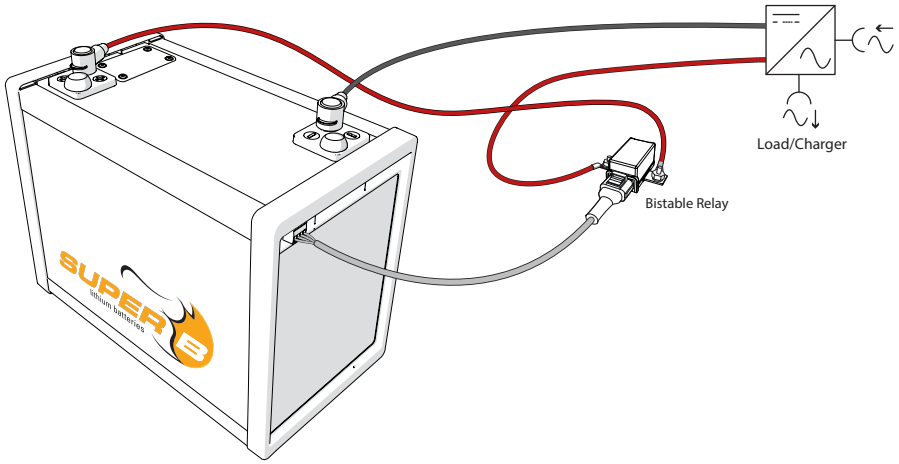

Figure 5. Connect a bistable relay as an external disconnect device
1. When using a bistable relay connect it to Con1 output as displayed in figure 5.